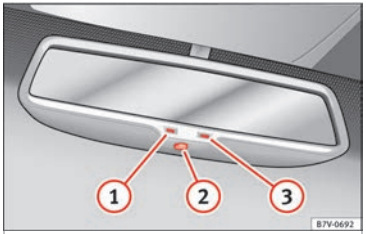

Bild 147 Backspegelns automatiska avbländningsfunktion
Nyckel till **bild 147**:
Denna funktion kan aktiveras och avaktiveras med backspegelomkopplaren ››› **bild 147** (2).